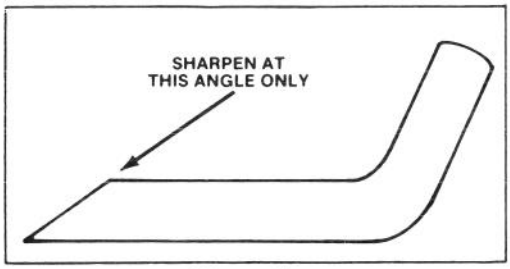

Figure 21
6. SHARPENING BLADE – Using a file, sharpen top side of blade and maintain original cutting angle (Fig. 21). The blade will remain balanced if same amount of material is removed from both cutting edges.